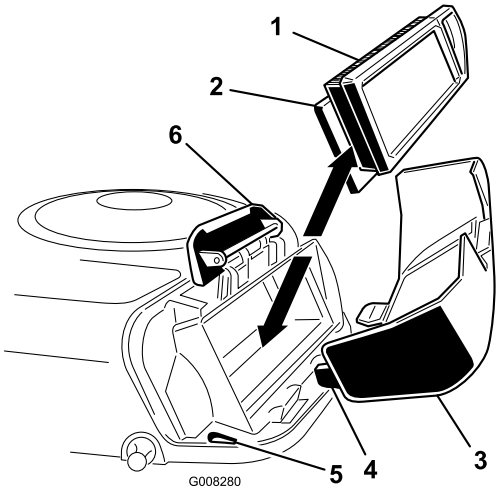

Figur 21
4. Dra försiktigt bort pappersinsatsen och skumplastinsatsen från fläkthuset (Figur 21).
2. Passa in flikarna på luftrenarkåpan mot skårorna på fläkthuset (Figur 21). Haka på handtaget på kåpan och tryck ner handtaget för att låsa fast kåpan.